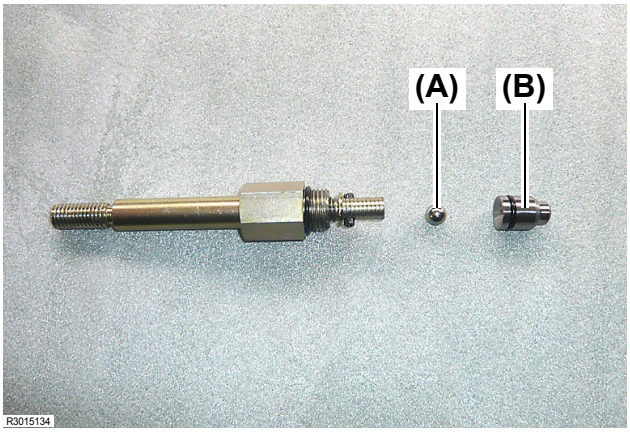

Fig. 3
2. Take out the steel ball **(Fig. 3, (A))** and the plunger valve **(Fig. 3, (B))** from the inside of the control valve.
- Observe the order of installing the steel ball **(Fig. 3, (A))** and the plunger valve **(Fig. 3, (B))**. Failure to do so causes removal of the steel ball **(Fig. 3, (A))** to be impossible.